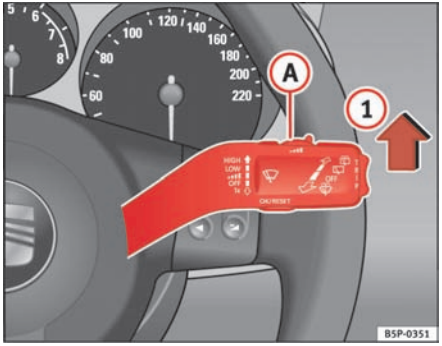

Fig. 84 Windscreen wiper lever
– Move the windscreen wiper lever into position (1) ⇒ page 122, fig. 84
– Move the control (A) to the left or right to set the sensitivity of the rain sensor. Control to the right: highly sensitive. Control to the left: less sensitive.